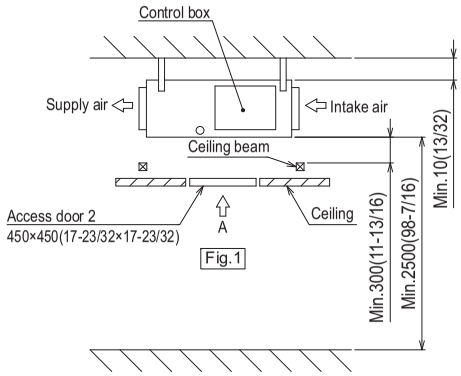

Fig.1
(1) When a space of 300mm(11-13/16) or more is available below the unit between the unit and the ceiling. (Fig.1)